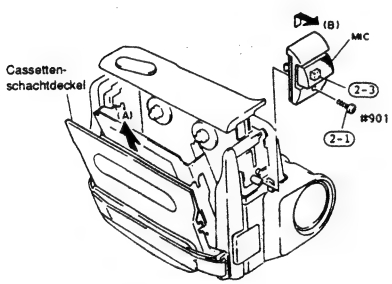

Abb. 2-21
1) Den Cassettenschachtdeckel in Richtung des Pfeiles (A) entfernen (siehe Abb. 2-21).
(2) Mikrofon (MIC)
1) Eine (1) Befestigungsschraube des Mikrofons entfernen (siehe Abb. 2-21).
2) Den Mikrofon in Richtung des Pfeiles (B) entfernen.